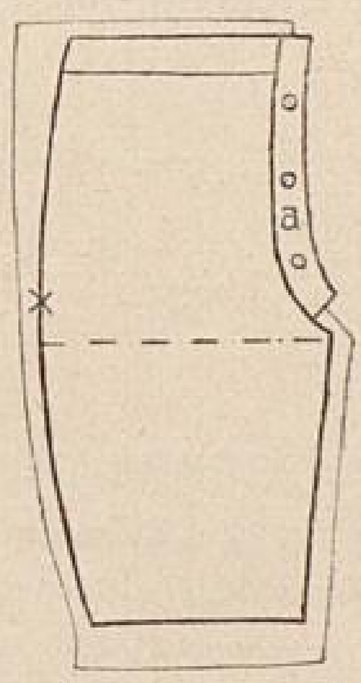

Abb. 22
5. aus Futter für die anzusetzende Knopfpatte (Abb. 22).